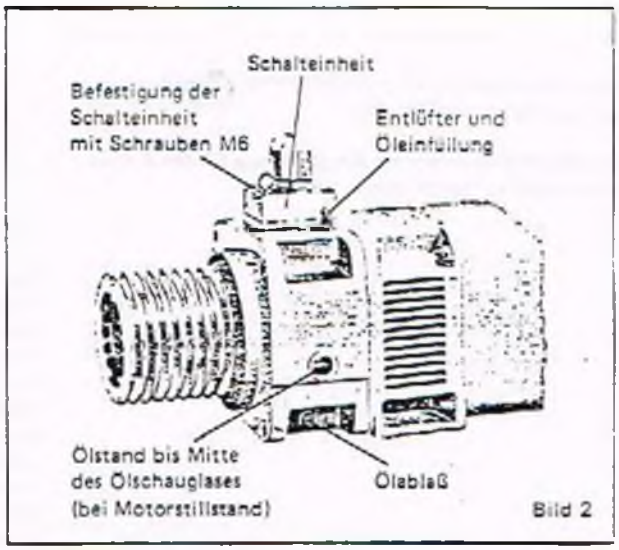

Bild 2
Il lobo (N) rivolto verso l'esterno della staffa di contatto delle spazzole (fig. 4) deve agganciarsi nella fessura dietro la costolatura trasversale superiore del guidaspazzola (fig. 2).
Utbyte av borstarna skall genomföras när borstarna hos huvudmaskinen utbytes. Borstarna urtages, borstrester avlägnas, borstapparaten och kommutatorn rengöres från damm från borstarna, takometergeneratorn urplåses och ny borste (8.90) insattes. Den utåt böjda klacken på kontaktbygeln måste haka in i slisten bakom det övre tvärstaget på borststyrningen (fig. 2). Om kommutatorn uppvisar räfflor måste den svarvas.
1. Harting-Stecker abziehen, dann die 4 Befestigungsschrauben M6 mit Unterlagscheiben herausschrauben. Danach kann die komplette Schalteinheit (Bild 2) abgenommen werden.